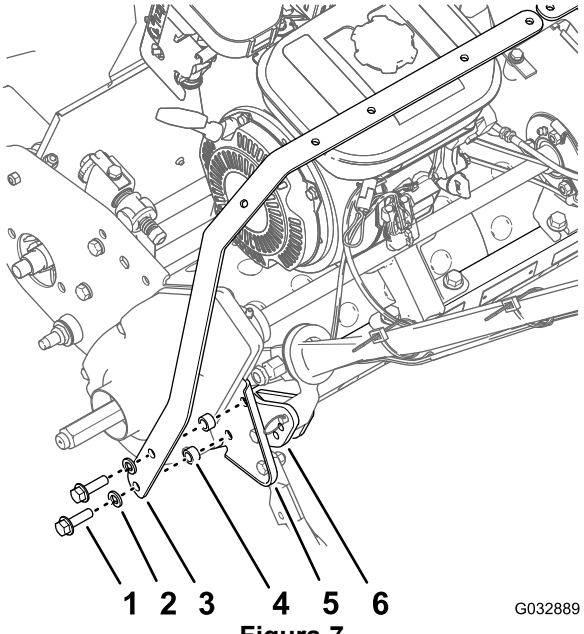

Figura 7
9. Montate la cinghia della barra luci sinistra, i 2 distanziali e la piastra laterale sinistra sul cuscinetto esterno del telaio posteriore (Figura 7) con i 2 bulloni a testa flangiata (3/8 x 1-1/4 poll.) e le 2 rondelle di bloccaggio (3/8 poll., rimosse al passaggio 6).